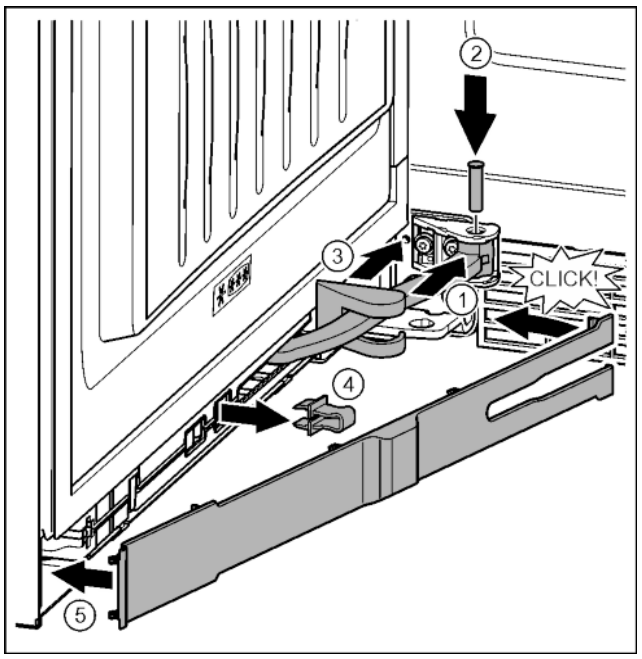

*Fig. 38*
▶ Turn the hinge in the mount. *Fig. 38 (1)*
▶ Insert the bolt with a T15 screwdriver in the mount and hinge. Ensure here that the catch is properly fitted in the channel. *Fig. 38 (2)*
▶ Push the mounting block cover along the hinge and fit onto the mount. *Fig. 38 (3)*
▶ Remove safety device. *Fig. 38 (4)*
▶ Position the cover plate on the handle side and swivel into place. *Fig. 38 (5)*